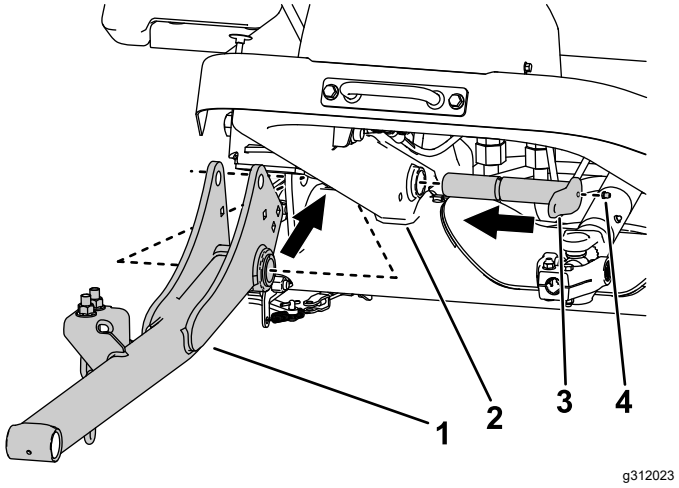

Figur 5
2. Brug 2 store tapper til at montere løftearmene på maskinstellet (Figur 5).
3. Monter smøreniplerne på de store stifter (Figur 5).